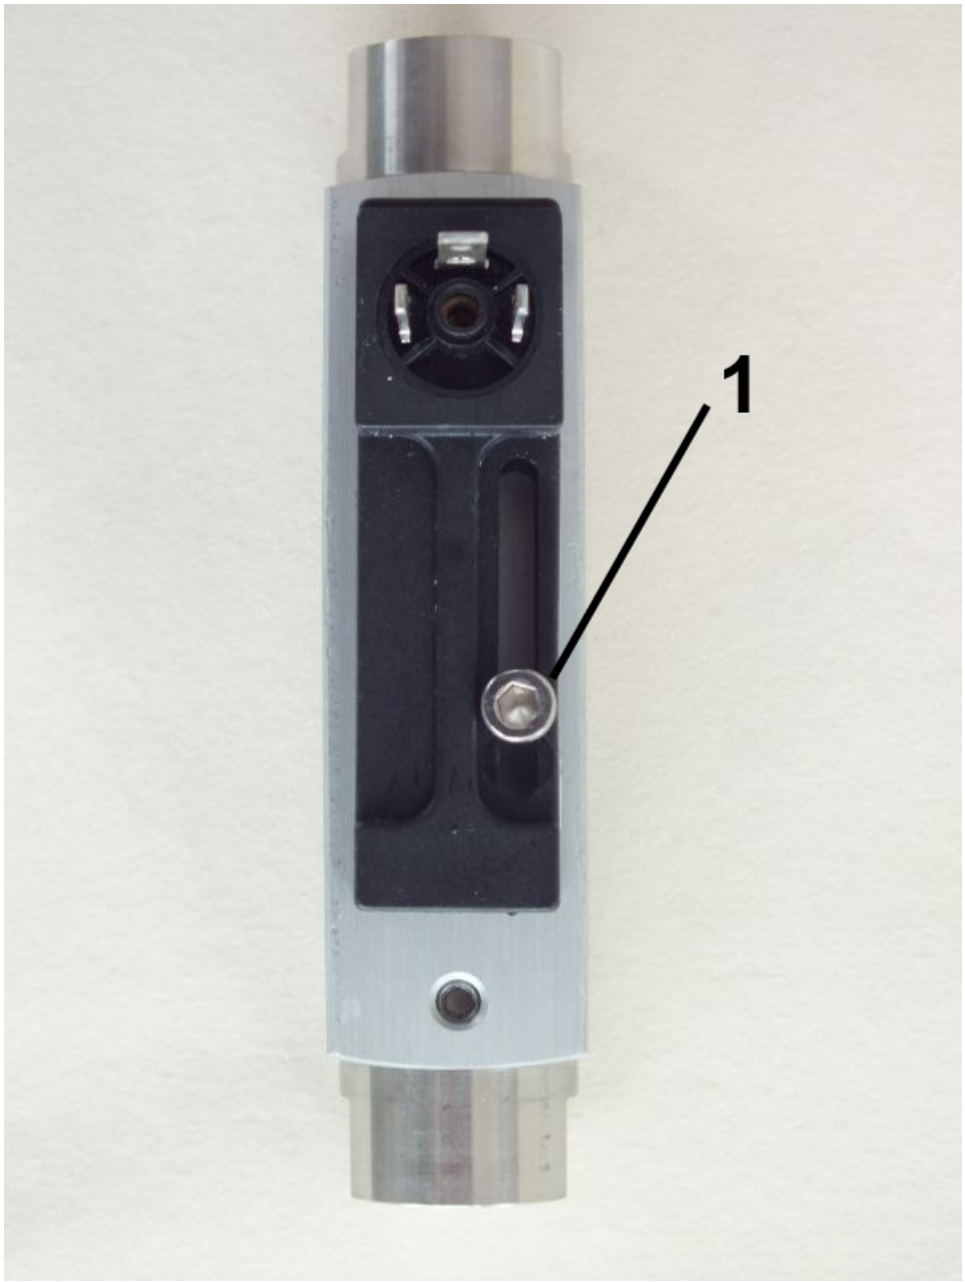

Fig. 33: Loosen set screw
1. Loosen the set screw of the switch contact (*Fig. 33*/1) using a hex screwdriver.
6. Re-tighten the set screw of the switch contact (*Fig. 33*/1)using a hex screwdriver. When doing so, observe the correct tightening torque of the screw.